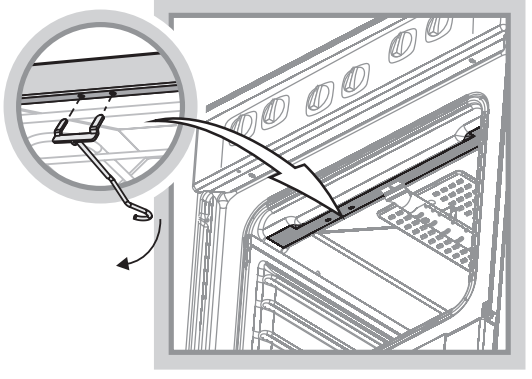

Рис.4
- Установите крючок, для чего вставьте «усы» крючка в пазы верхней полки проема духовки и опустите крючок вниз (рис. 4).